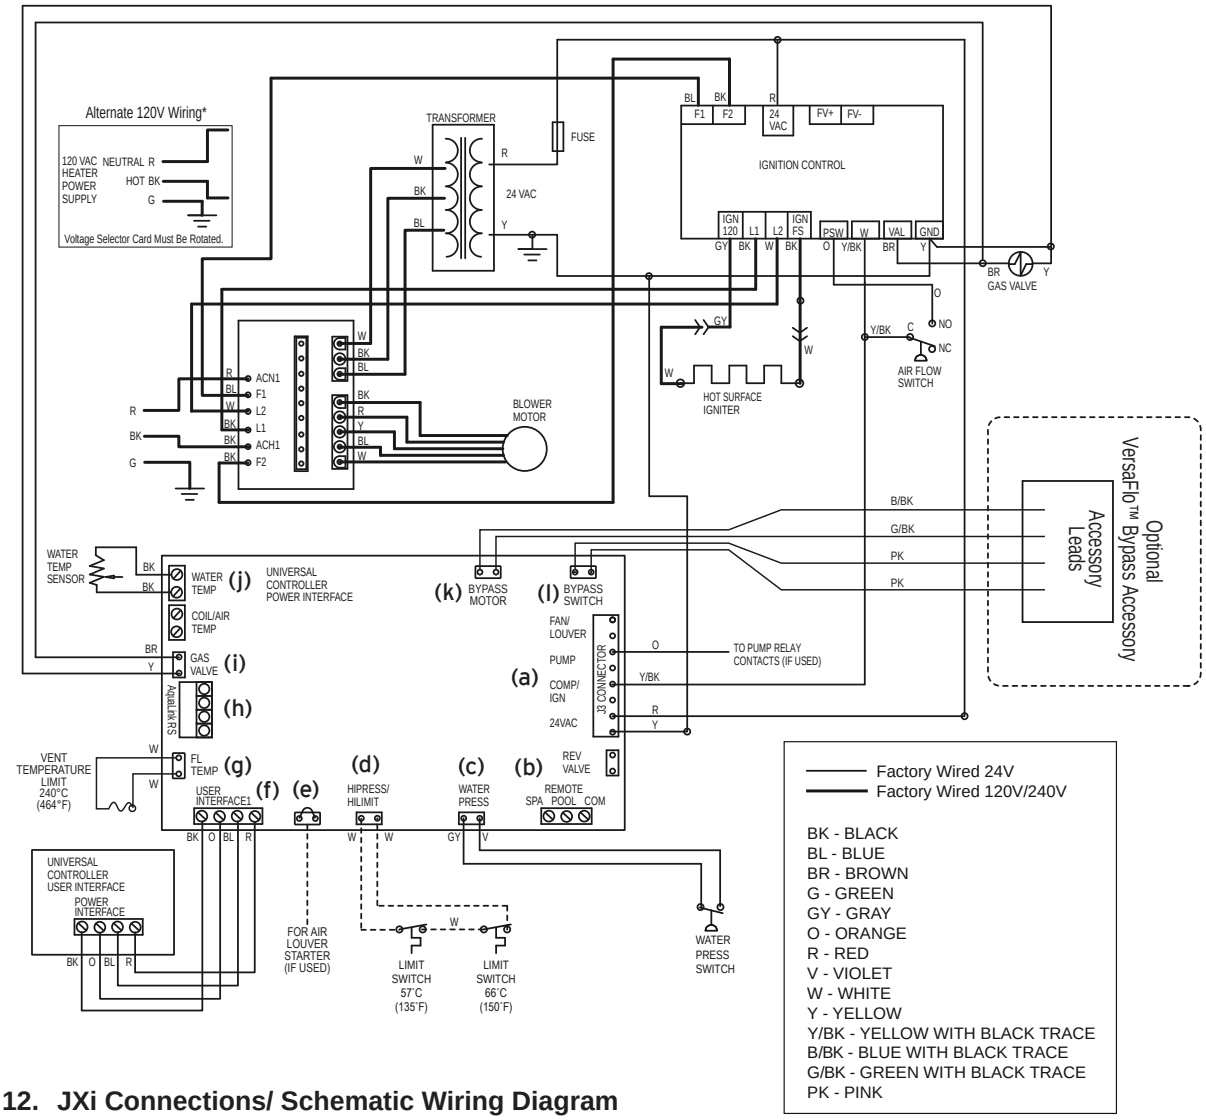

Figure 12. JXi Connections/ Schematic Wiring Diagram
NOTE: If the heater is converted to accept 120V, the “Hot” wire of the 120V power supply has to be connected to the black wire (ACH1) on the power distribution board and the “Neutral” wire of the 120V power supply has to be connected to the red wire (ACN1) of the power distribution board.Please see *Figure 12* for details.
Refer to *Figure 12* for a complete diagram of wiring connections and terminals.
- Connect the wiring from the pool/spa control system to the heater remote control terminal. See *Figure 12* item “b”.
- Connect the two wires to Pool and Common (not Spa) on the J6 terminal bar. See *Figure 12* item “b”.